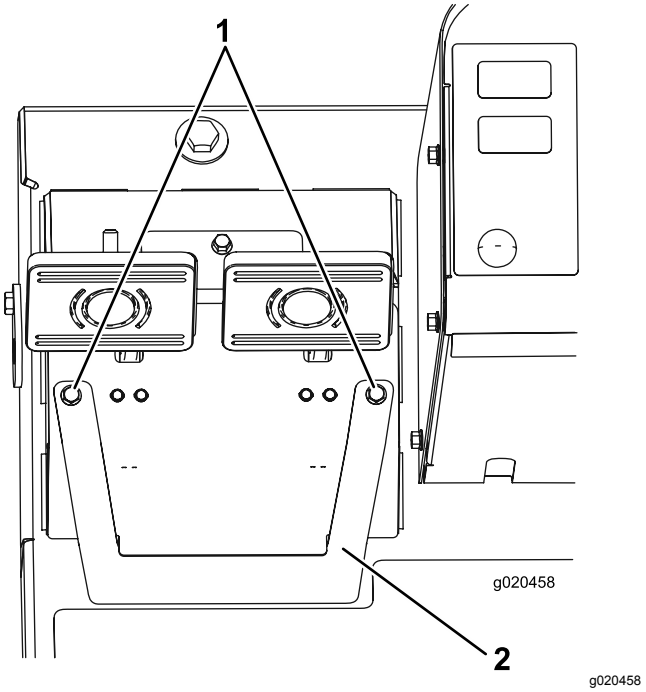

**Figuur 94**
A. Zet de 2 bevestigingsschroeven los en verwijder de afstelplaat van de rem (Figuur 94).